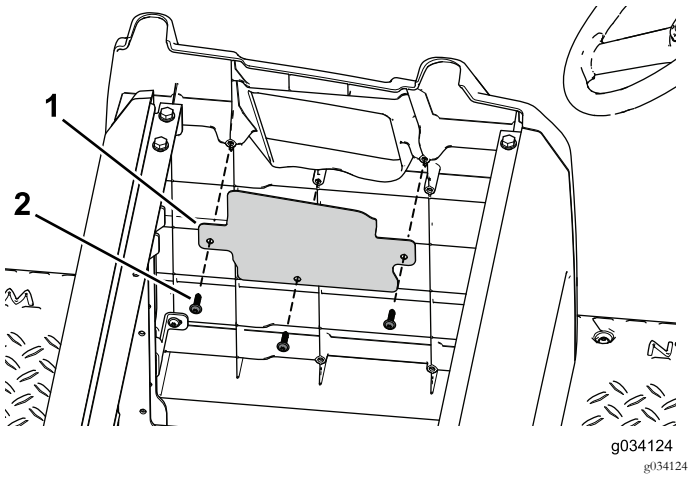

Figur 95
6. Fäst kåpan över öppningen på sidoplattan med tre självgängande skruvar (Figur 95).